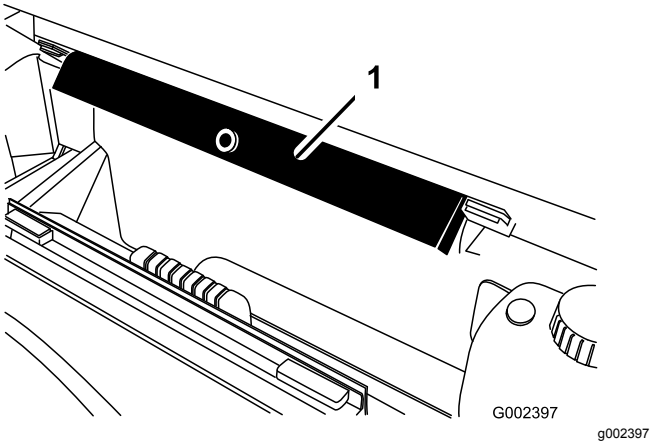

Figur 78
7. Ta loss flakstödet från förvaringsfästena baktill på vältskyddspanelen (Figur 78).